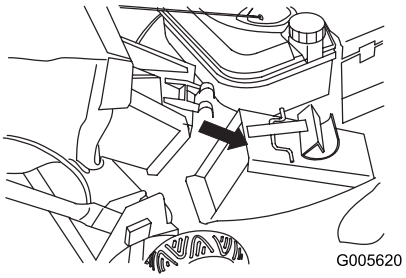

Figur 24
2. Monter posedørens åbning ind over udblæsningsskaktens åbning (Figur 24).